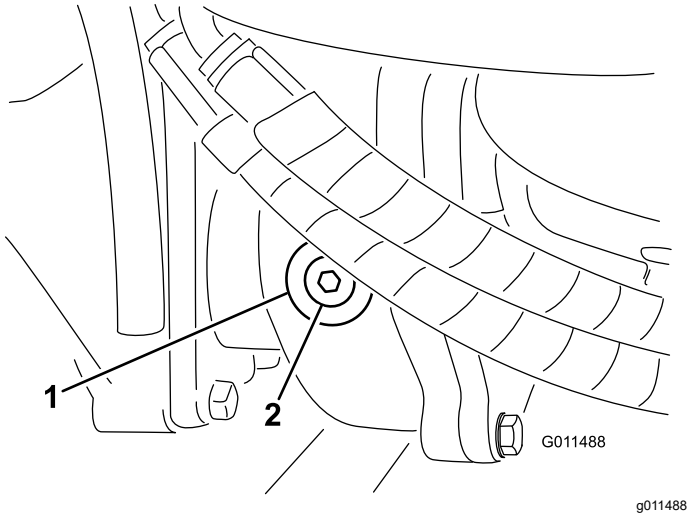

**Figuur 113**
2. Verwijder de controle/vulplug aan de linkerzijde van de tandwielkast en controleer of de tandwielolie tot aan de onderkant van de opening komt (Figuur 113).